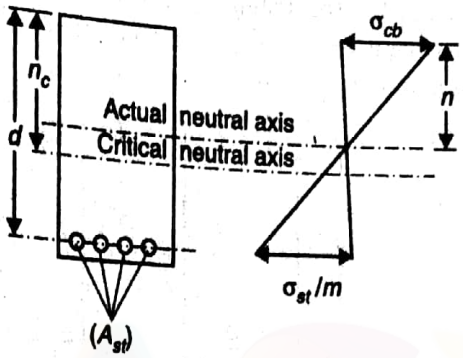

Fig. 14.2
The section in which the concrete is not fully stressed to its permissible value when stress in steel reaches its maximum value, is known as *under-reinforced section*. In this section, the amount of reinforcement provided is less than that required for a balanced section. In an under-reinforced section, the position of actual neutral axis lies above the critical neutral axis. Thus, the neutral axis depth is less than that of balanced section as shown in Fig. 14.2. The moment of resistance (M) of such a section is obtained by considering the tensile stress of steel (σ_{st}) and is given by